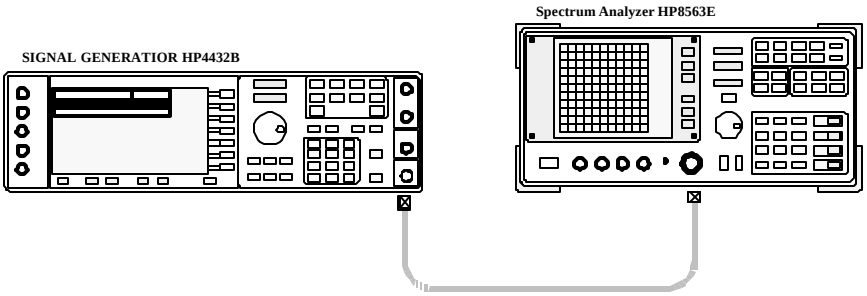

Figure 1 Signal Generator Calibration Configuration for Forward Link
1) Set System as follow Figure 1.